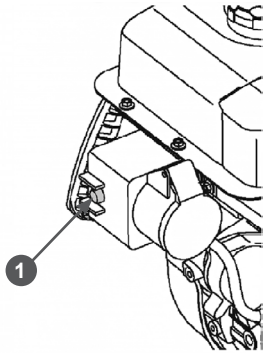

**Рис. 35 Кнопка включения электрического стартера**
5. Нажмите кнопку 1 включения электрического стартера и удерживайте ее (Рис. 35).